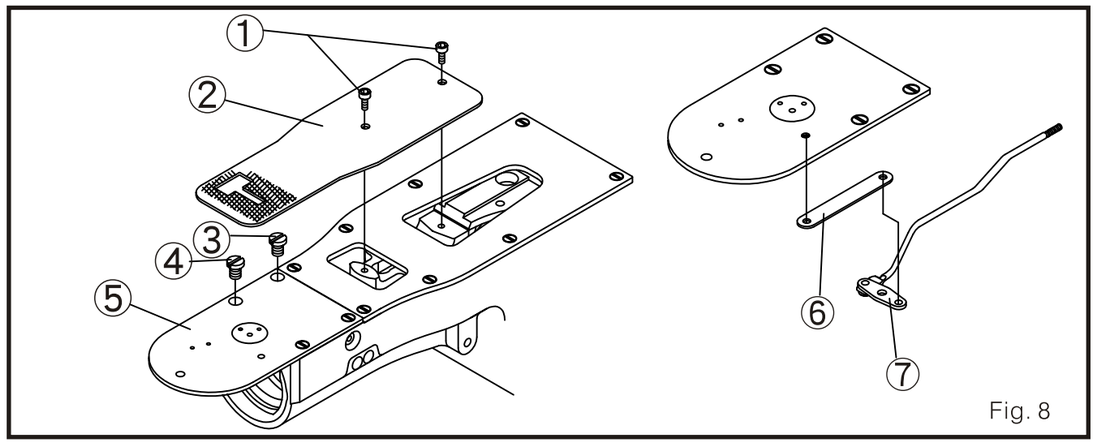

Fig. 8
de tela 2. (Fig. 8)
f. Coloque la barra conector rebordeador 6 en la barra de conexión 7. Después instale la placa aguja 5. (Fig. 8)